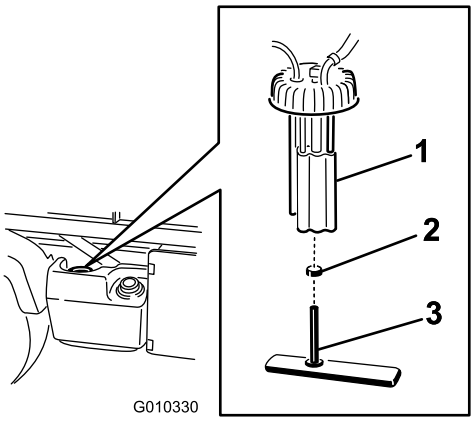

Figur 44
2. Tag ledningsnetstikkene ud af brændstofpumpen (Figur 44).
3. Løsn slangeklemmen og frakobl brændstofrøret fra brændstofpumpedækslet (Figur 44).
4. Skru brændstofpumpedækslet af øverst på brændstoftanken (Figur 44).
5. Tag brændstofpumpesamlingen og brændstoffilteret af tanken (Figur 44.
6. Fjern klemmen, som fæstner brændstoffilterslangen til brændstofpumpemonteringen. Fjern slangen fra monteringen (Figur 44).